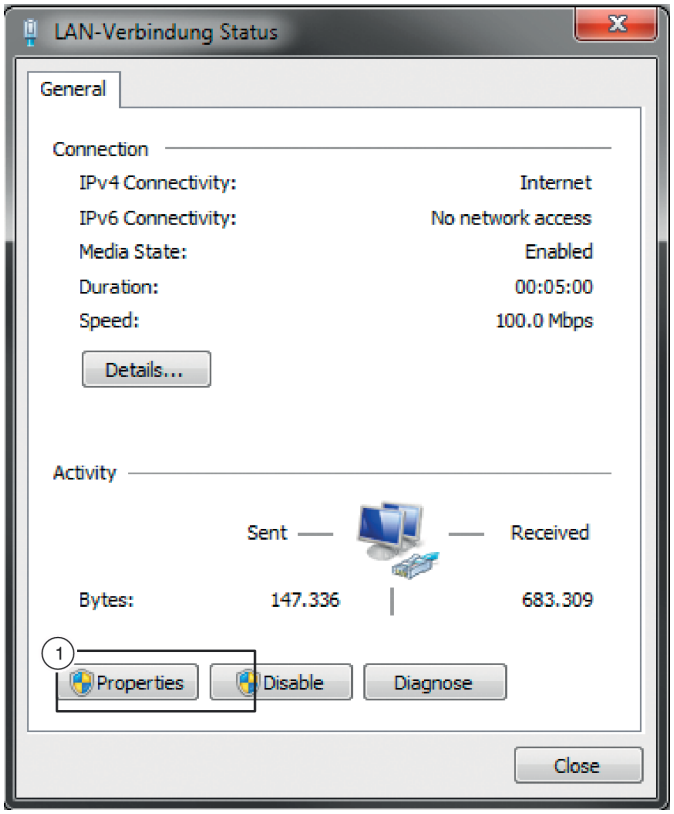

Fig. 39: Local area connection status
5. Select *'Properties'* (Fig. 39/1).